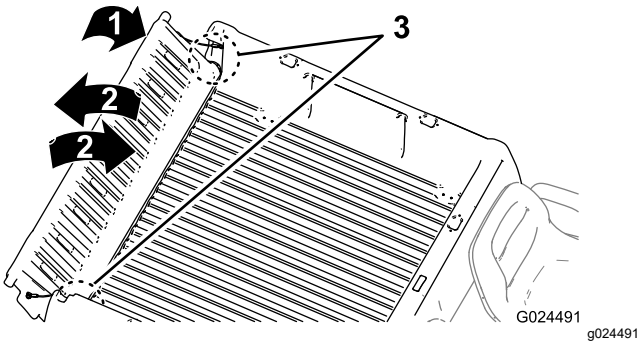

**Figura 15**
2. Gire el portón trasero a un ángulo de 45° aproximadamente (Figura 15).
3. Mueva el portón trasero varias veces hacia adelante y hacia atrás, con breves sacudidas (Figura 15).